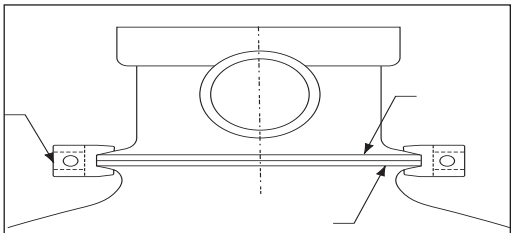
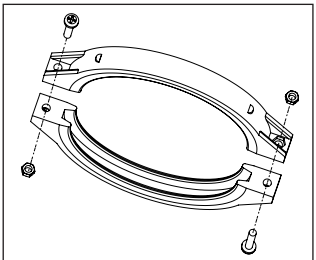

**Figura 1**
**Figura 2**
**ADVERTENCIA** **Nunca trabaje en la bomba cuando esta este trabajando o con energia electrica conectada. Alto voltaje puede causar lesiones serias o fatales. Una conexión a tierra de interrupción "Ground Fault Interrupter (GFCI)" o " interruptor de tierra automatico tiene que siempre estar instalado en la unidad de poder. Asegúrese que el motor este conectado a el poder eléctrico (AC) con una conexión a la tierra. Si el motor no tiene paso a tierra esto puede causar lesiones serias o fatales por electrocución. Nunca conecte la coneccion de tierra a una tuberia de gas.**
8. Asegúrese que la válvula este firmemente empujada en la parte superior de el tanque y que el borde del tanque y el borde de la válvula estén en contacto con si mismas. Observe la **Figura 1**.
9. La abrazadera de plástico ahora puede ser instalada. Ponga la mitad de la abrazadera sobre la conexión de la válvula y la conexión del tanque como esta mostrado en **Figura 1**. Ponga los tornillos de la abrazadera y tuercas, también asegúrese que las tuercas esten posicionadas en la parte hexagonal de la abrazadera. Observe la **Figura 2**.